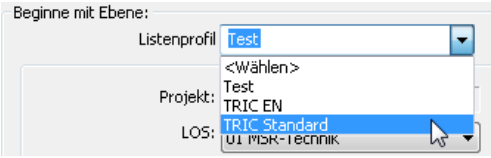

Bild 22.28 – Wahl des Listenprofils
- Laden Sie schließlich wieder das Listenprofil *TRIC Standard* (Abb. 22.28).